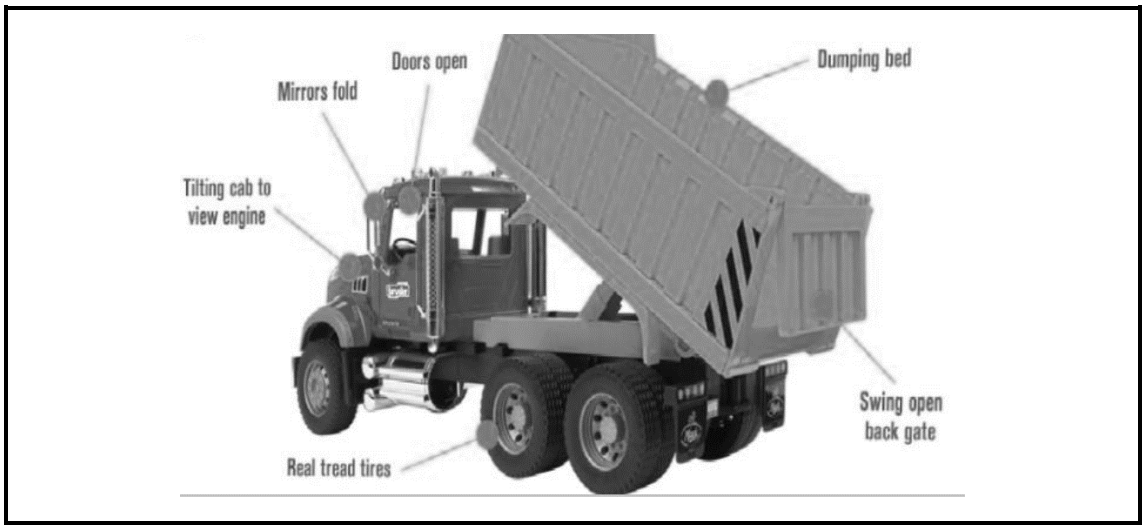

FIGURE 2
3.5 FIGURE 2 below shows a dump truck with a dumping bed coupled to a hydraulic double-acting cylinder.